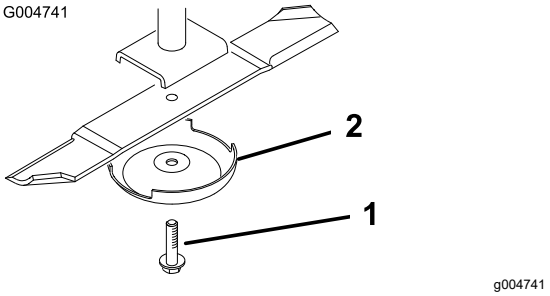

Figur 130
3. Ta bort knivskruven, antiskalpbehållaren och kniven från spindelaxeln (Figur 130).